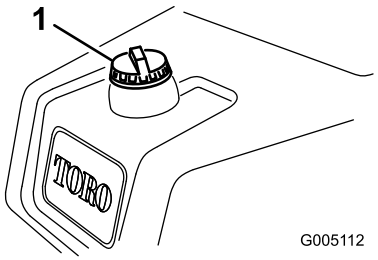

**Figuur 29**
1. Reinig de omgeving van de tankdop en verwijder deze (Figuur 29).